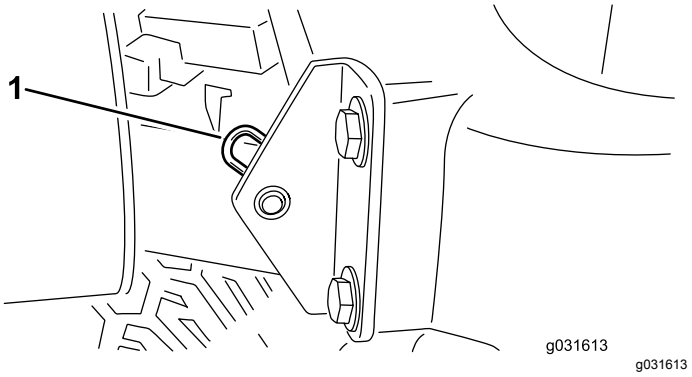

Figuur 62
2. Verwijder de R-pen waarmee het draaipunt van de motorkap aan de montagebeugels is bevestigd (Figuur 62).